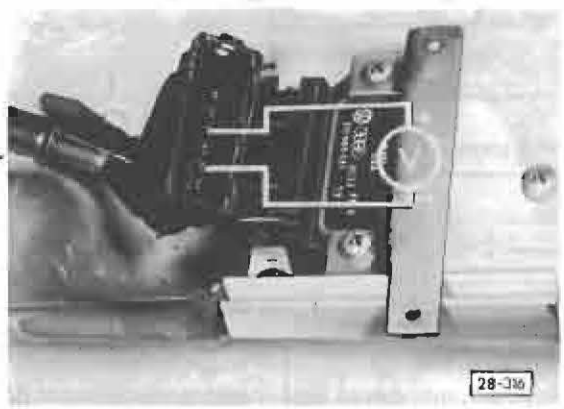

Fig. 9 Hall control unit plug
⑩ No voltage at Hall control unit
- connect voltmeter to terminals 2 and 4 in plug (Fig. 9)